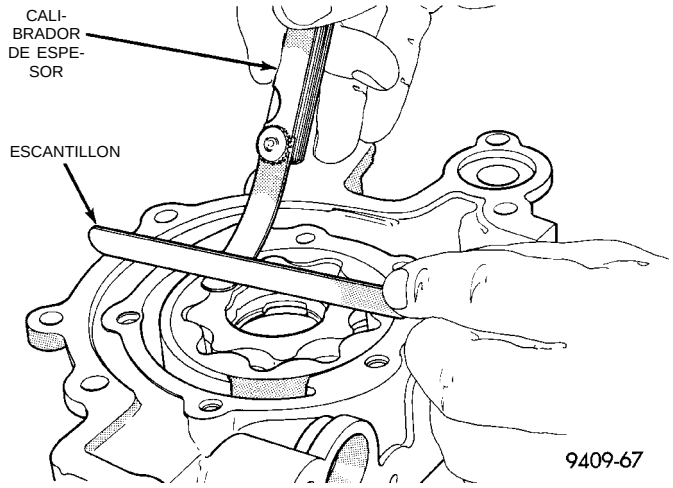

Fig. 106 Medición de la luz sobre los rotores
(7) Coloque un escantillón sobre la superficie de la cara de la caja de la bomba, entre los orificios de pernos. Si un calibrador de espesor de 0,102 mm (0,004 pulg.) o mayor puede insertarse entre los rotores y el escantillón, reemplace el conjunto de la bomba (Fig. 106). **UNICAMENTE** si los rotores están dentro de las especificaciones.
(8) Inspeccione si el émbolo de la válvula de descarga de presión de aceite está rayado y funciona libremente dentro de su hueco. Las marcas leves pue-